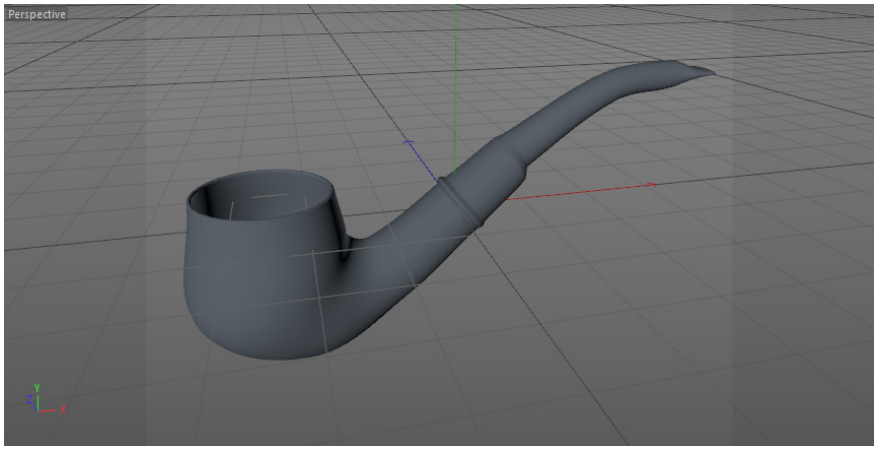

Figure 2-57 *The pipe with the fillet caps displayed*
7. Enter **10** and **1** in the **Steps** and **Radius** spinners, respectively, corresponding to the **Start** drop-down list. Similarly, enter **10** and **6** in the **Steps** and **Radius** spinners, respectively, corresponding to the **End** drop-down list. After entering the values, the cigar pipe is displayed with the fillet caps, as shown in Figure 2-57.